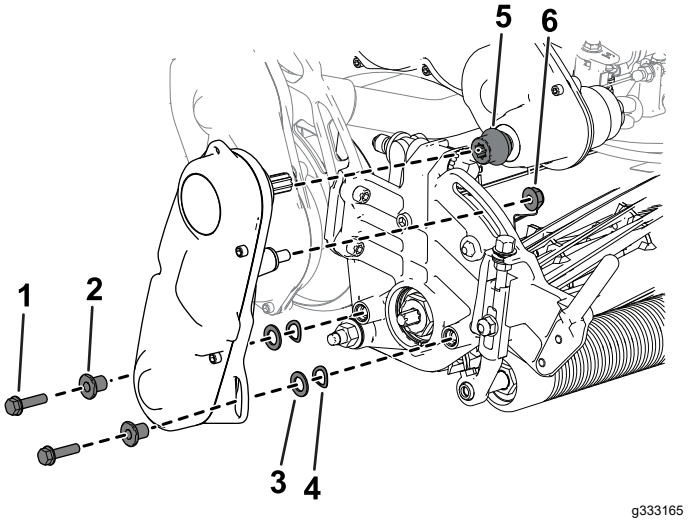

Rysunek 40
3. Zdejmij zespół napędu wrzeciona z zespołu tnącego (Rysunek 40) i zachowaj elementy mocujące.